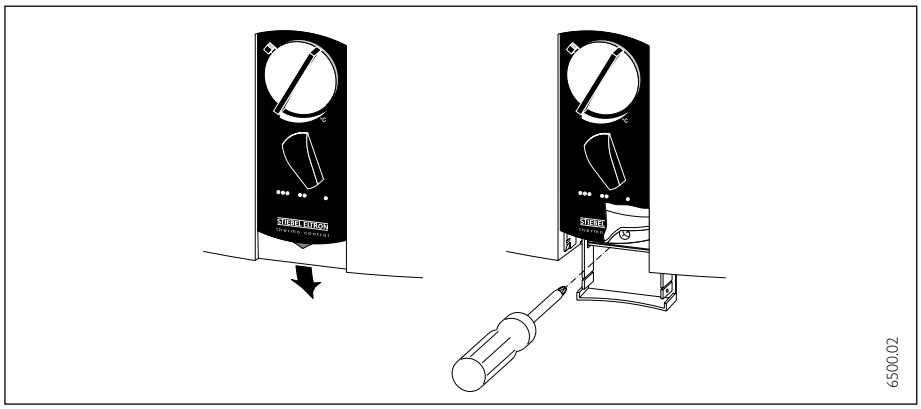

Abb. 7
– Abdeckklappe (Abb. 7) öffnen, Befestigungsschraube lösen, Gerätekappe abnehmen.